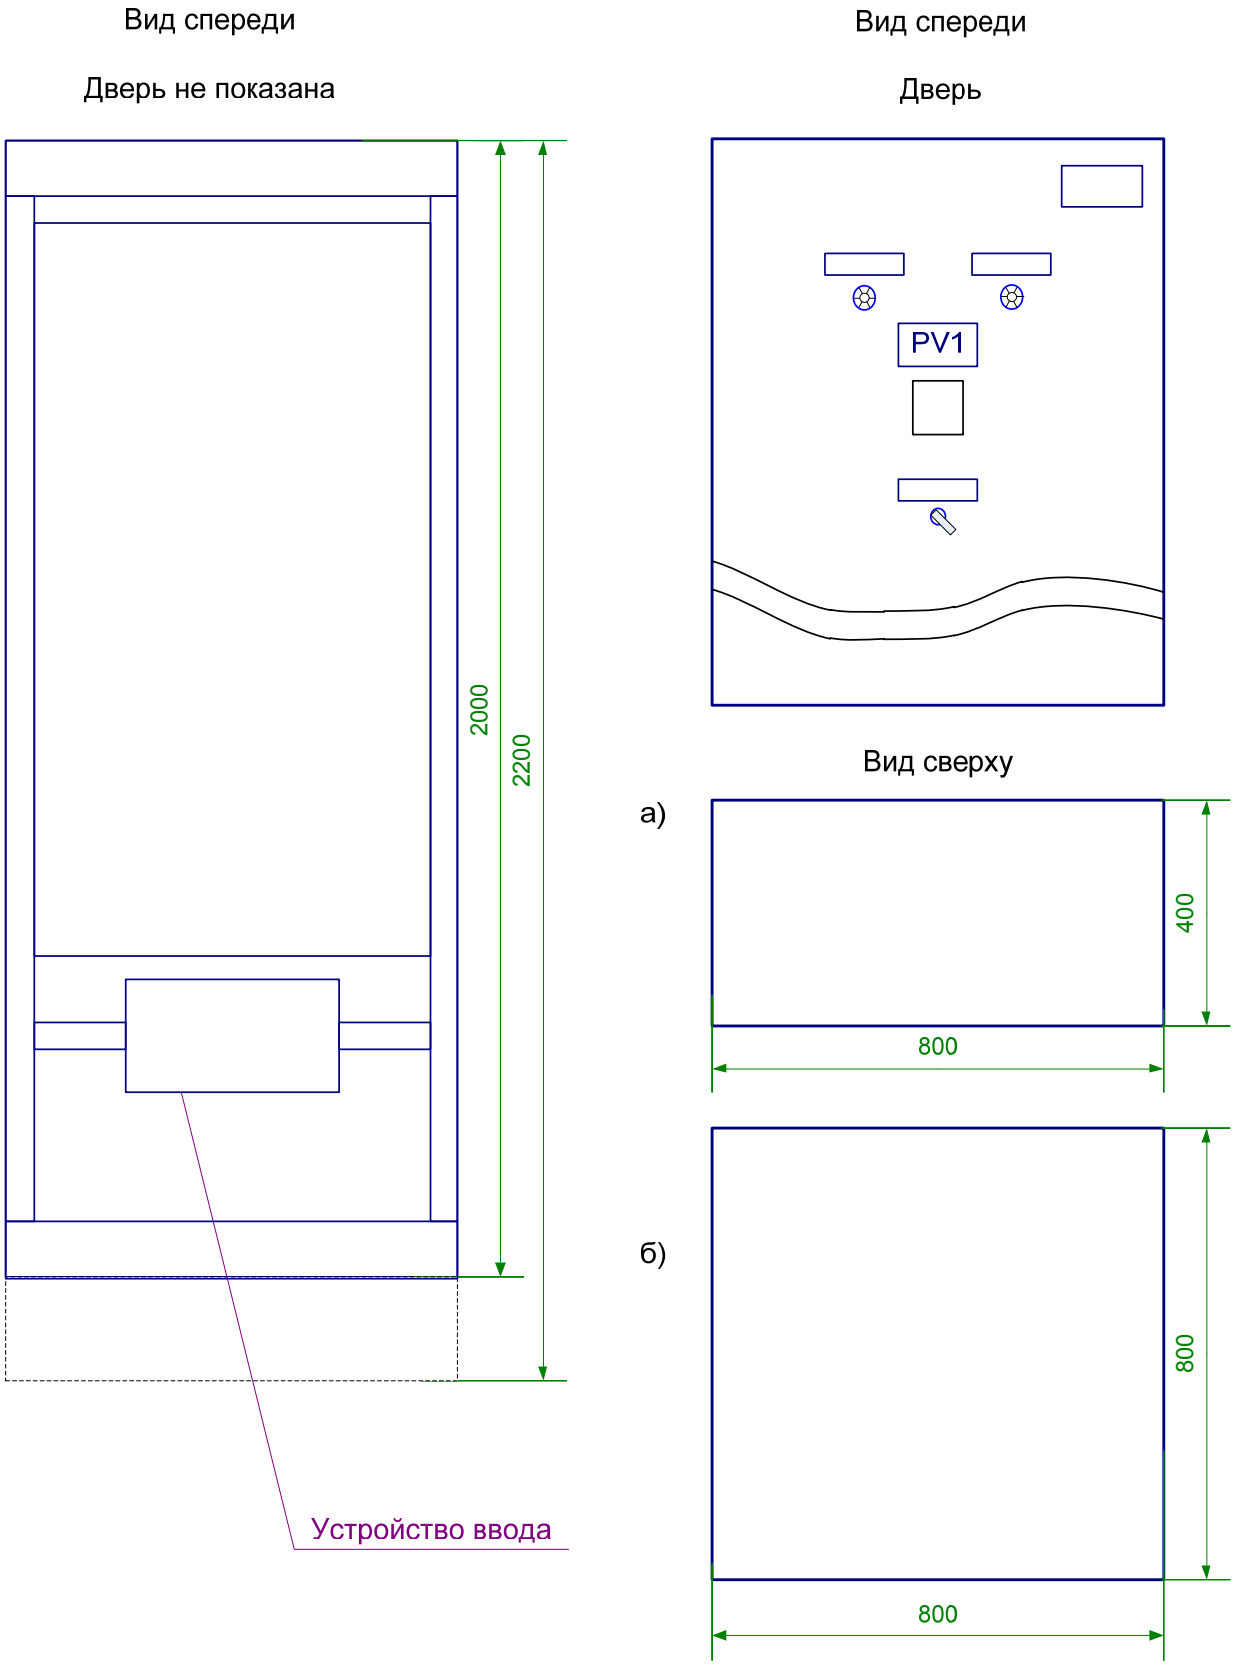

Рис. 3
- для подвода кабеля снизу, рис.3;